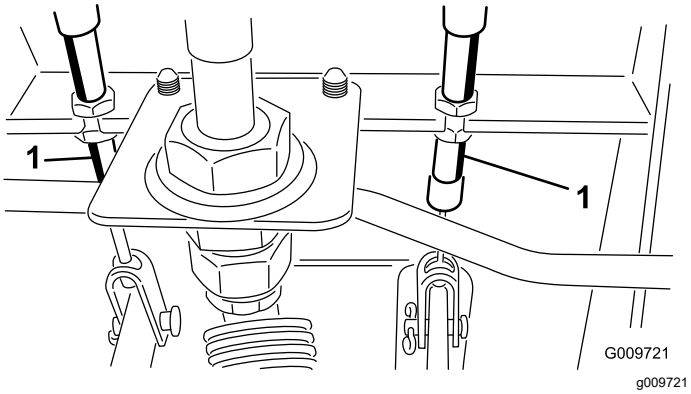

Figuur 115
A. Draai de voorste moer op het draadeinde van de remkabel los (Figuur 115).